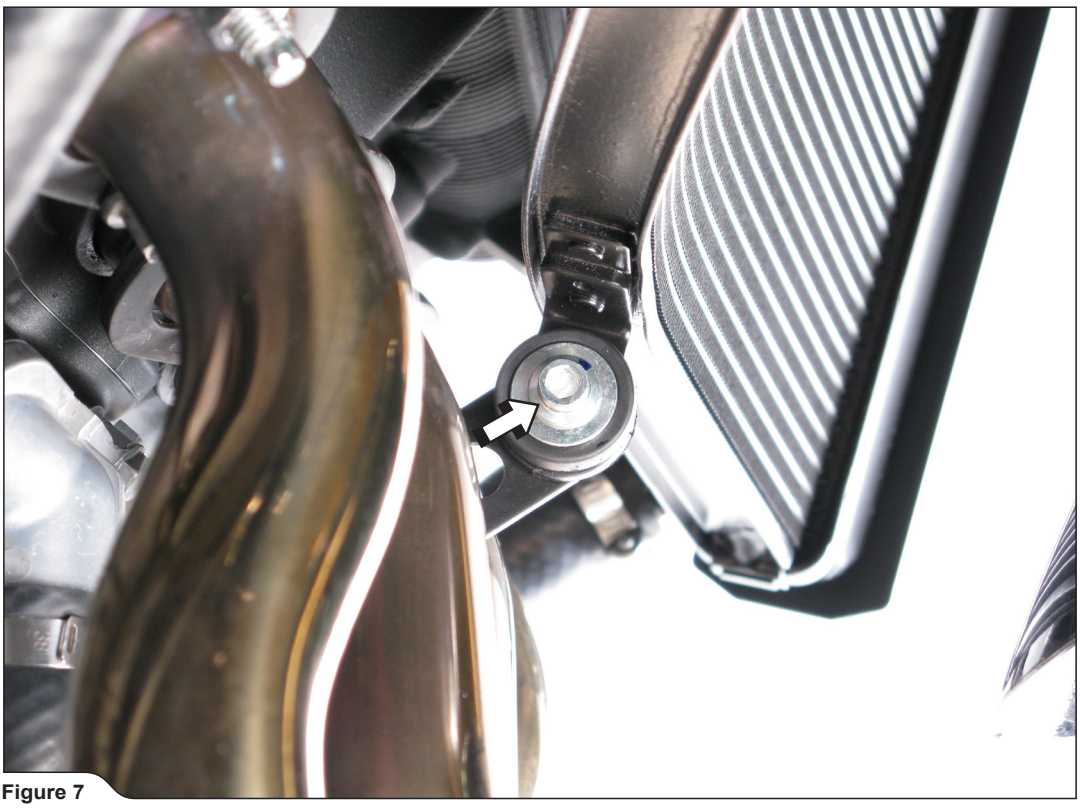

Figure 7
6. **For Akrapovič Racing only:** uncsrew the bolt from the lower water cooler hanging bracket and slightly remove the cooler. Make sure not to demage the cooling fins of the cooler **(Figure 7).**